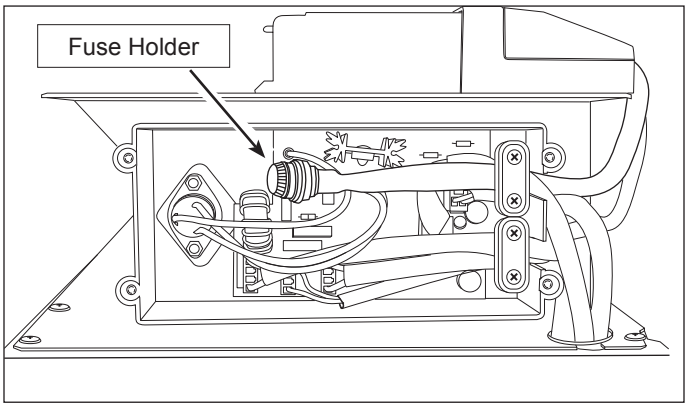

Figure 4-12 Fuse Removal
3. Grasp top section of fuse holder with f ngers and turn counterclockwise. Pull cap and fuse out of fuse holder. (See Figure 4-12)